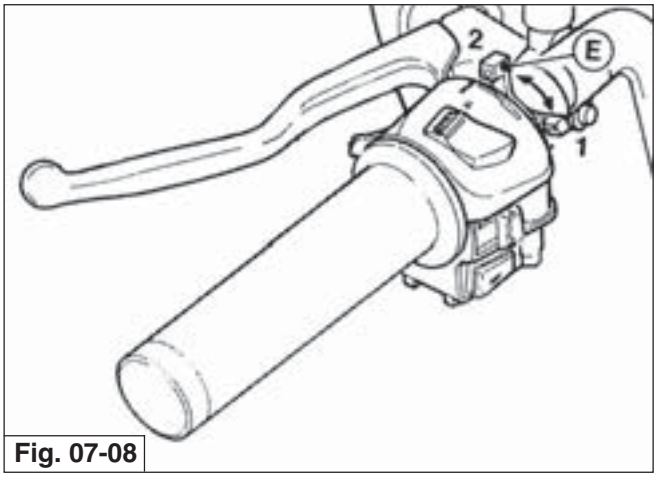

Fig. 07-08
- levetta comando dispositivo di avviamento a **motore freddo** “CHOKE” (“E” di fig. 07-08) situata sul lato sinistro del manubrio.
4- Avvitare a fondo le viti “M” e successivamente svitarle di 1 giro e 1/2 su entrambi i carburatori; controllare che i due cavi all’imbocco delle viti tendifilo “B” abbiano una corsa a vuoto di mm 1÷1,5; controllare pure che i due capicorda sulle guaine delle trasmissioni di comando starter all’imbocco delle viti tendifilo “D” in posizione di marcia “2” (fig. 07-08) abbiano una corsa a vuoto di circa 3 mm.
4- Fully tighten screws “M” and subsequently loosen them by 1 and 1/2 turns on both carburettors; check that the two cables at the entry to the adjuster screws “B” have 1÷1.5 mm free travel; check also that the two ends on the choke control cable sheaths at the entry to the adjuster screws “D” in the run position “2” (fig. 07-08) feature approximately 3 mm free travel.